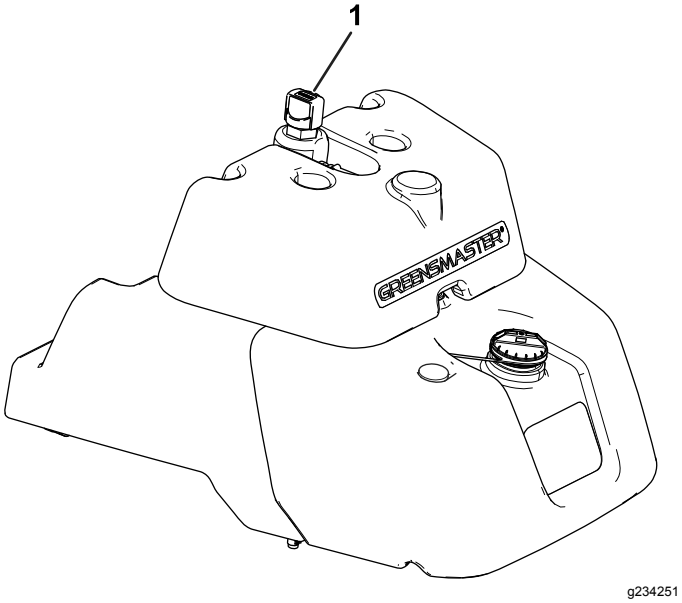

**Figur 43**
- Om tanken inte har något inspektionsfönster lokaliserar du oljestickan ovanpå huvudhydraultanken (Figur 43) och går vidare till steg 3.